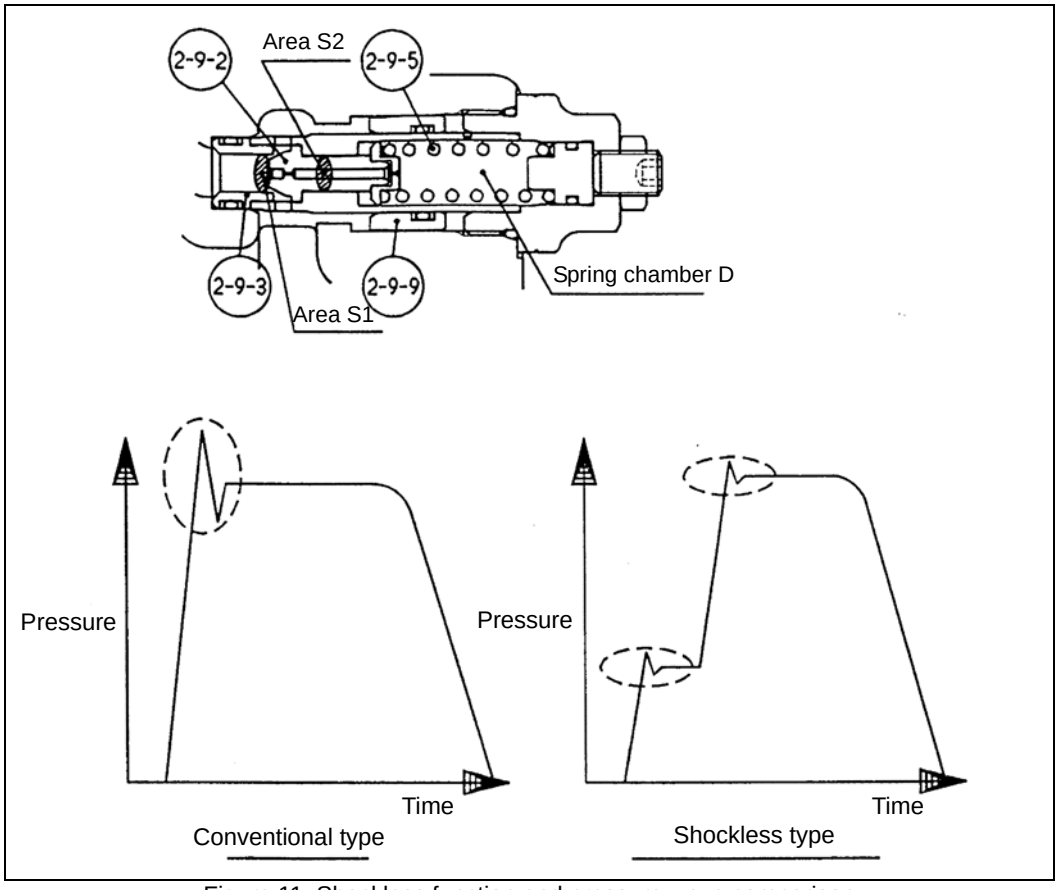

Figure 11. Shockless function and pressure wave comparison
B. Shockless function (Figure 11)
Operating the relief valve in 2 stages in this way reduces the shock that occurs when the piston motor is started or braked and provides good operability. Figure 11 compares the pressure waveforms of the conventional type and the shockless type.